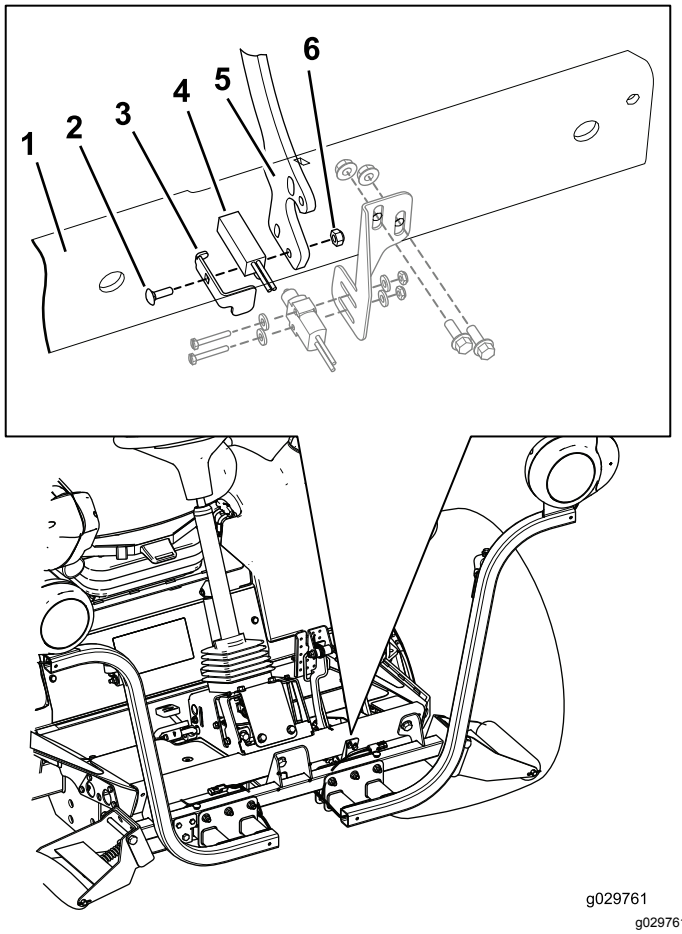

Figuur 16
1. Demonteer de nabijheidssensoreenheid op de rempedaalhendel (Figuur 16) en leg alle onderdelen opzij, behalve de nabijheidssensor.
2. Monteer de nabijheidssensoreenheid aan de remhendel met de slotbout (nr. 10 x ⅝"), de plaat van de remsensor, de nabijheidssensor en een borgmoer (nr. 10), zoals in Figuur 16.